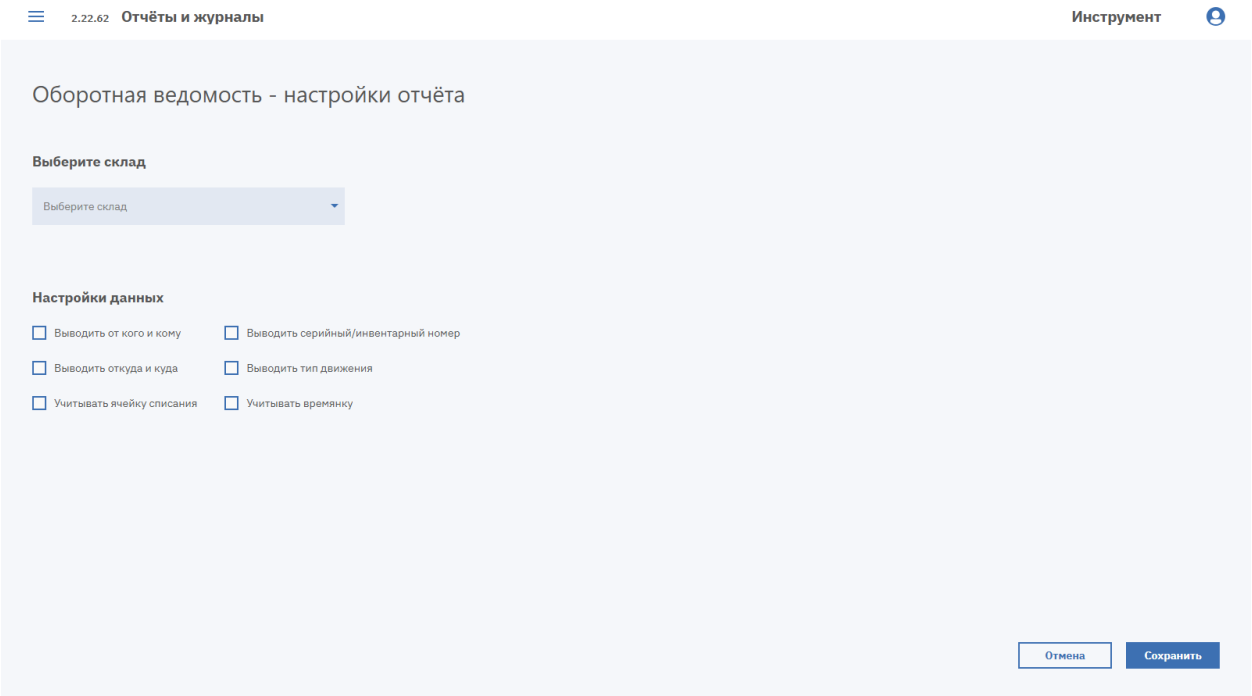

Рисунок 119. Страница «Оборотная ведомость - настройки отчёта»
1. Нажмите значок «…» рядом с заголовком «Оборотная ведомость». Откроется страница «Оборотная ведомость - настройки отчёта» (см. Рисунок 119).